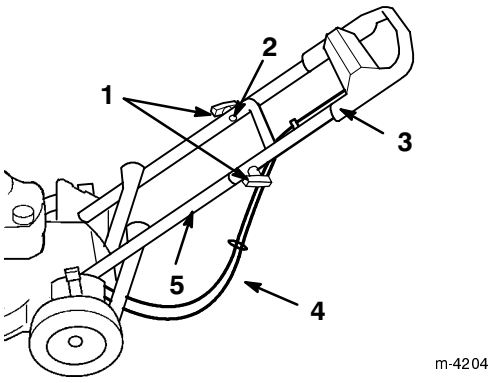

Bild 3
4. Schieben Sie die Enden des Griffoberteils so über das Unterteil, dass beide Teile ineinander passen (Bild 3).
5. Stellen Sie sicher, dass die Bowdenzüge unterhalb und hinter dem Griffunterteil verlegt sind, siehe Bild 3.
6. Sichern Sie das obere Handgriffteil mit den Formkopfschrauben und Befestigungsmuttern am unteren Teil ab (Bild 3).